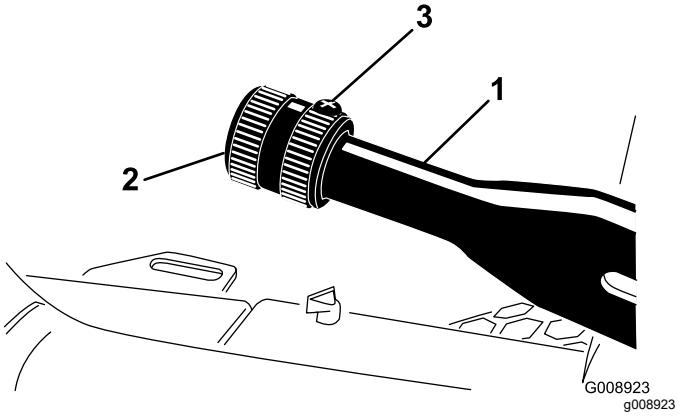

Figur 79
2. Lossa ställskruven som fäster ratten på parkeringsbromsspaken (Figur 79).